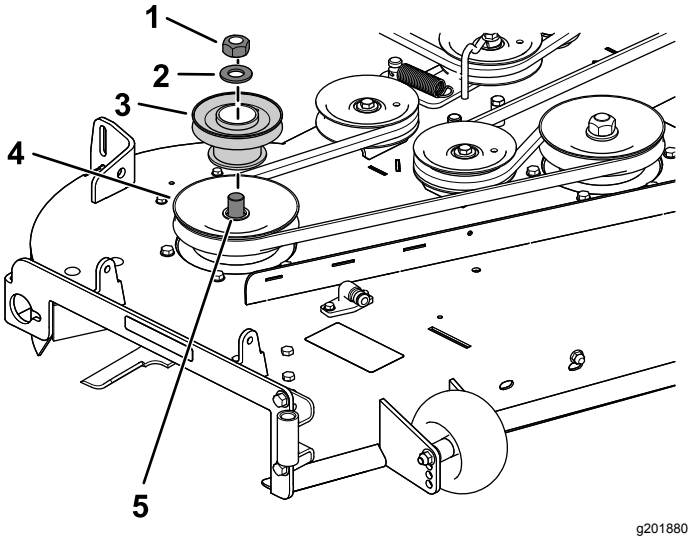

Figur 11
2. Monter remskiveenheden på plæneklipperskjoldets højre remskive med den møtrik og spændeskive, der blev fjernet tidligere (Figur 11).